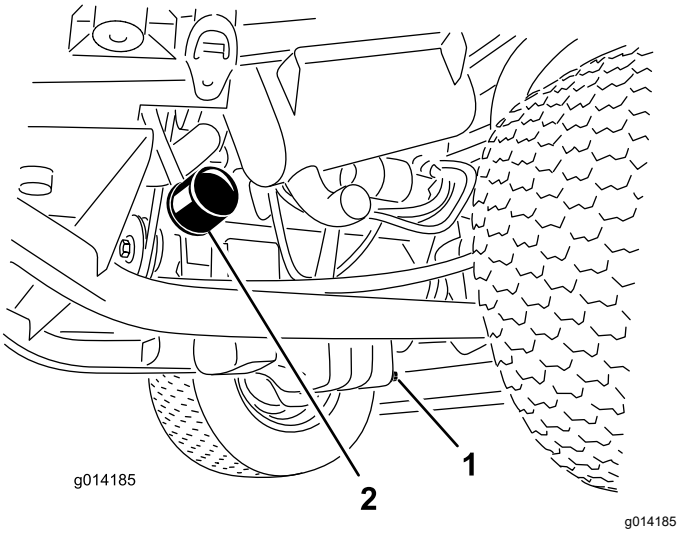

Figur 33
1. Ta bort avtappningspluggen (Figur 33) och låt oljan rinna ned i ett avtappningskärl.
3. Avlägsna oljefiltret (Figur 33).